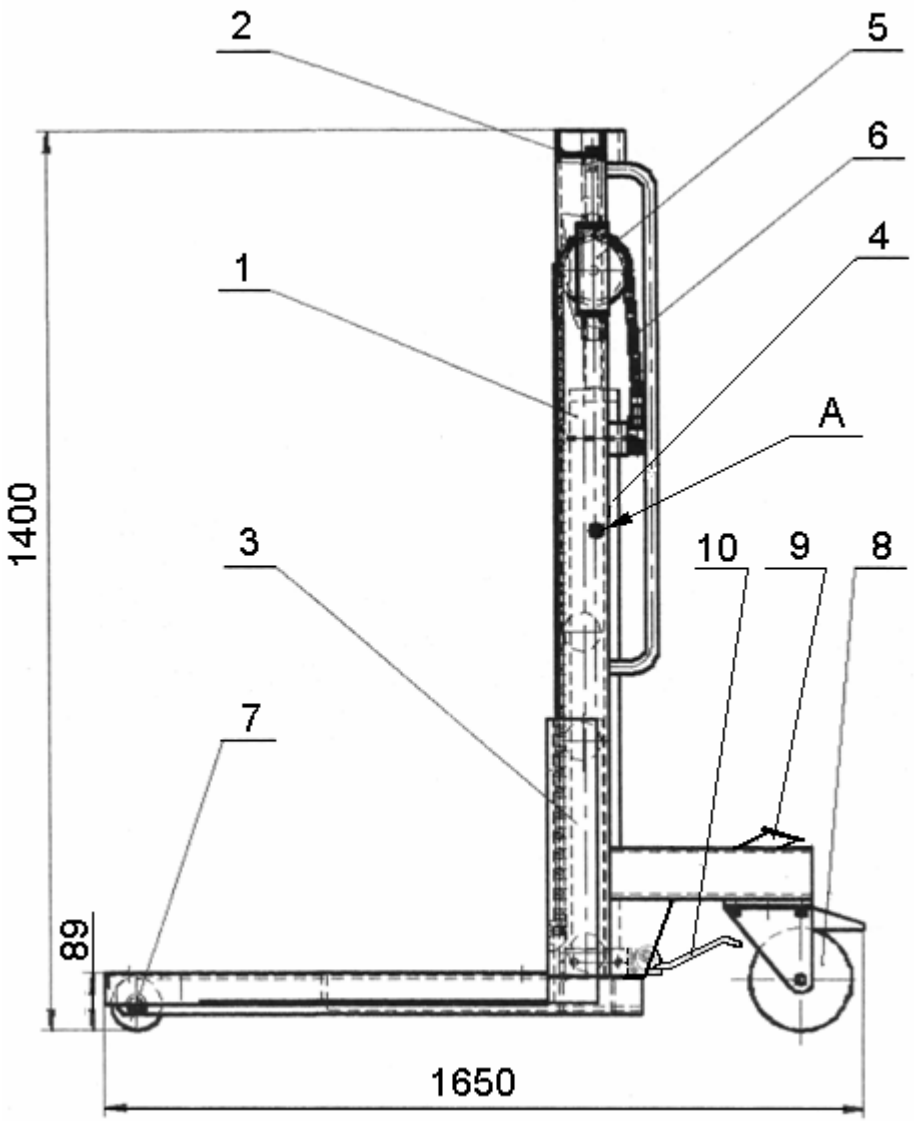

Рис. 1. Тележка ТШГ-1
4.1. Устройство тележки изображено на Рис.1. Тележка состоит из основания поз. 1, рамки выдвижной поз. 2, каретки с подхватами поз. 3, гидропривода поз. 4, наконечника поз. 5, грузовой цепи поз. 6, колес передних поз. 7, и колес задних поз. 8.
7.1.2. Качками педали «Подъем» поз. 9 (см. Рис. 1) поднять груз на необходимую высоту.